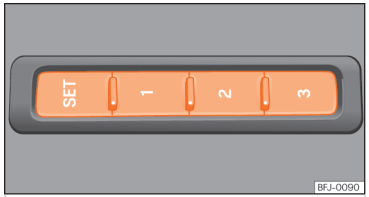

**Fig. 100** On the outer side of the driver's seat: memory buttons.
- Press SET for longer than 1 second ››› Fig. 100.